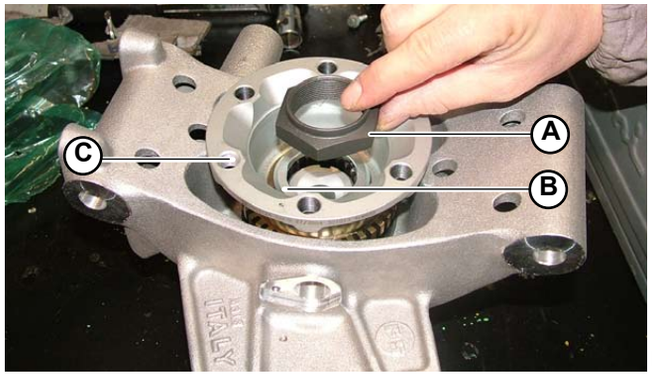

Fig.2
2. Unscrew the ring nut (**A-Fig.2**) and extract the washer (**B-Fig.2**).
3. Extract the phonic wheel (**C-Fig.2**).